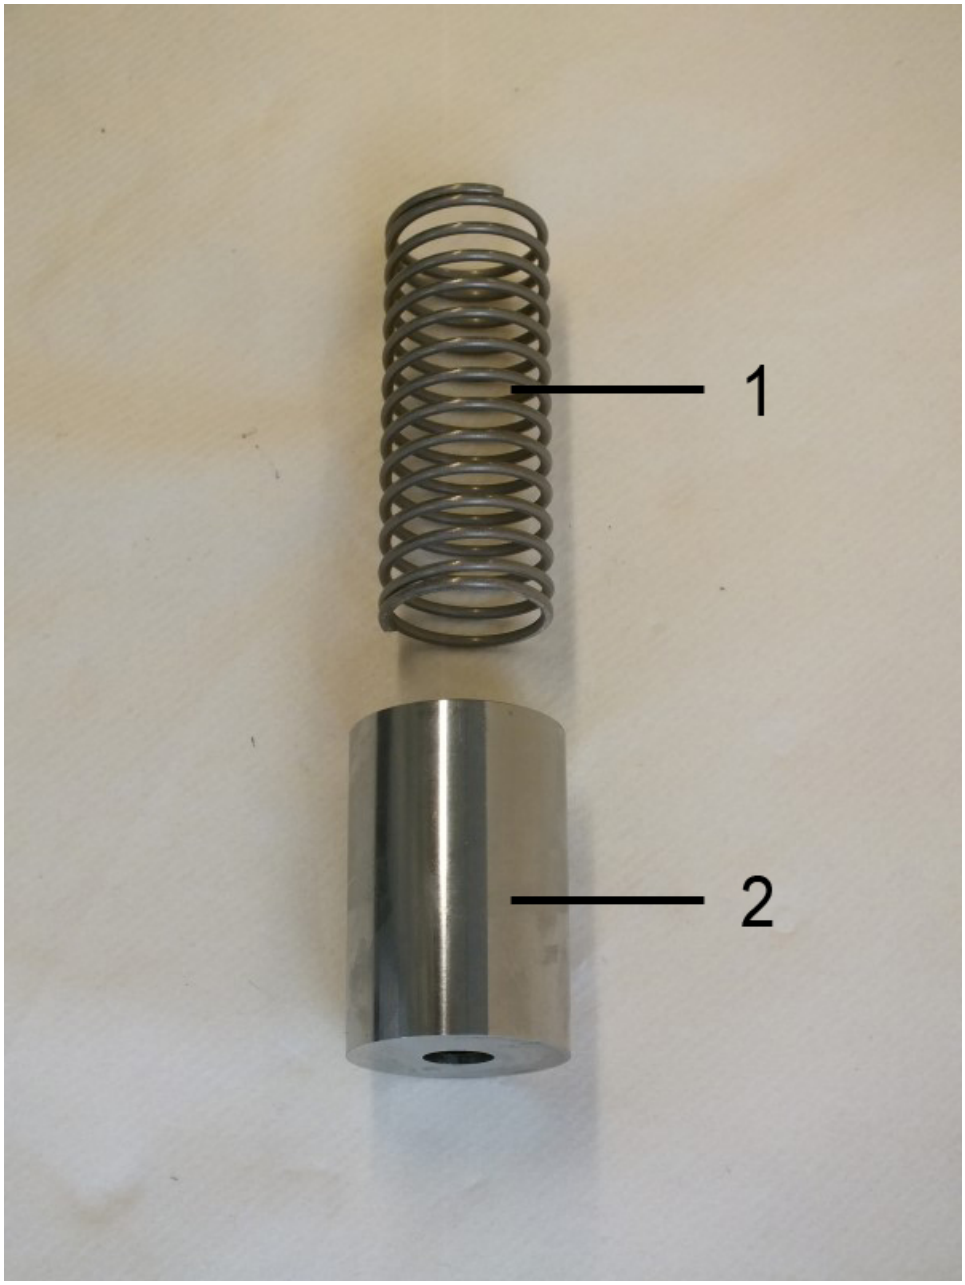

Fig. 46: Spring and float
7. The inner parts of the flow monitor consist of the spring (*Fig. 46*/1) and float (*Fig. 46*/2).